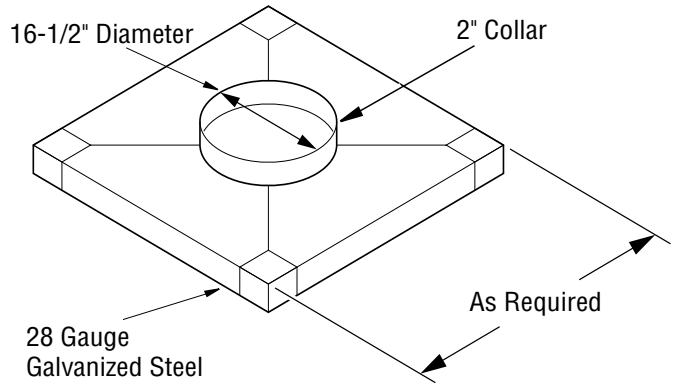

Figure 26 - Constructing Chase Top Flashing
3. Fabricate a flashing having a 16-1/2" diameter hole centered over chimney end with a 2" collar around hole *(see **Figure 26, Page 15**)*.